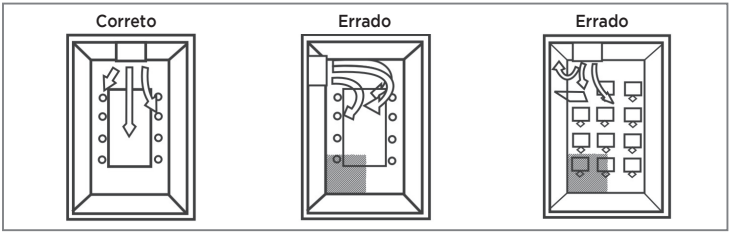

FIG. 6 - POSICIONAMENTO DA UNIDADE EVAPORADORA NO AMBIENTE
- Instalar a evaporadora onde ela fique livre de qualquer tipo de obstrução da circulação de ar tanto na descarga como no retorno de ar. A posição da evaporadora deve ser tal que permita a circulação uniforme do ar em todo o ambiente, veja exemplo na Fig. 6.